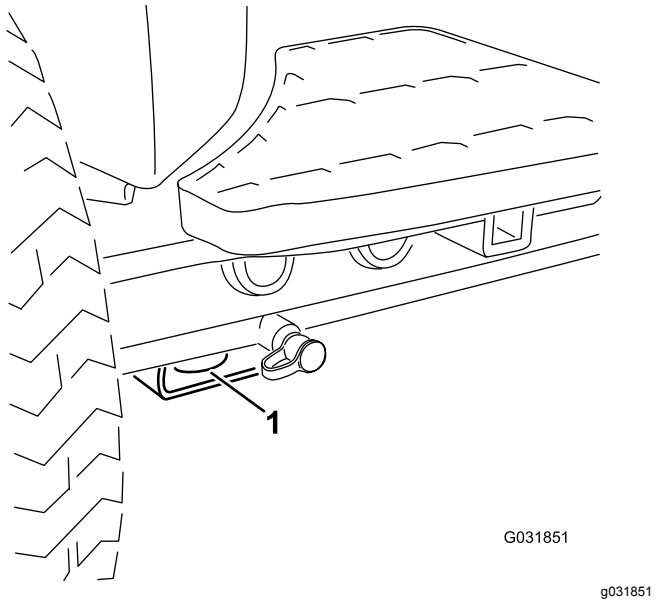

Figur 72
- Foran – hullet i den rektangulær platen, under akselrøret, innenfor hver av de fremre festepunktene (Figur 72)